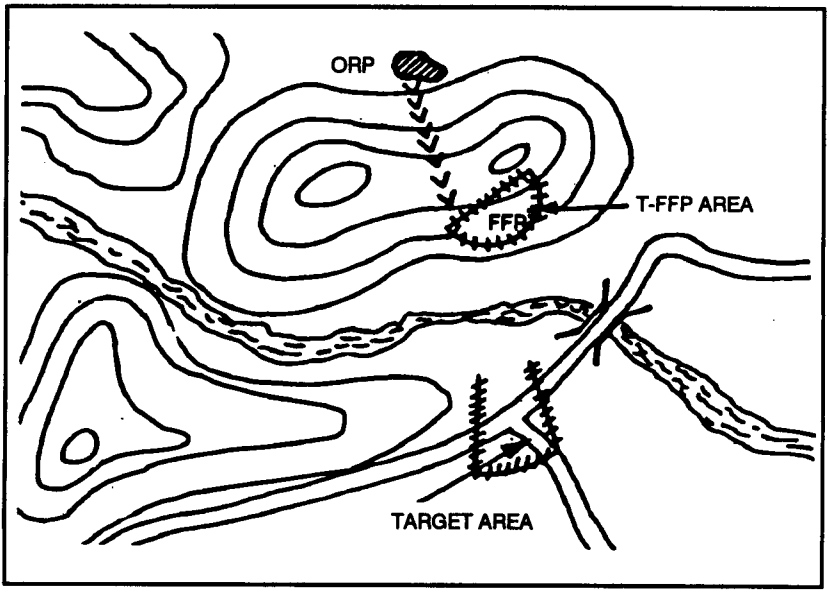

Figure 4-8. Tentative position areas.
a. From the ORP, the team moves foward to a location that allows the team to view the tentative position area (Figure 4-8 page 4-16). One member remains in this location to cover the other member who reconnoiters the area to locate a final position. Once a suitable location has been found, the covering team member moves to the position. While conducting the reconnaissance or moving to the position, the team—